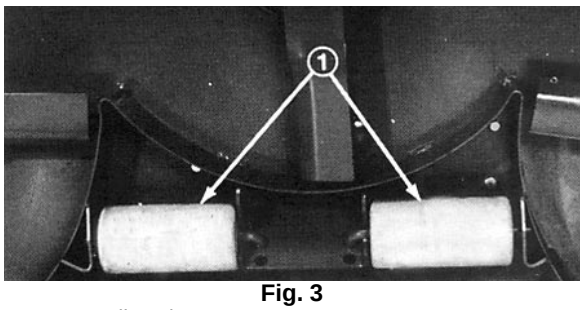

Fig. 3
1. Ta av kilene som holder valseakslene til undersiden av padden (fig. 3).